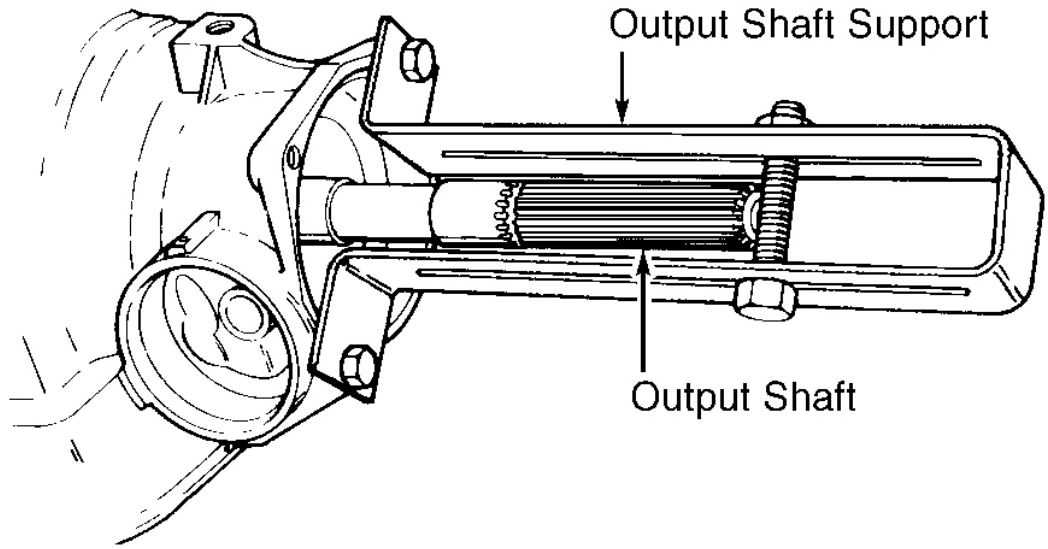

Fig. 18: Installing Output Shaft Support
2. Install Output Shaft Support (J-29837) on output shaft. See **Fig. 18** . Remove input carrier to output shaft retainer ring. Remove input carrier. Remove output shaft. Remove input carrier thrust bearing from reaction carrier shaft.